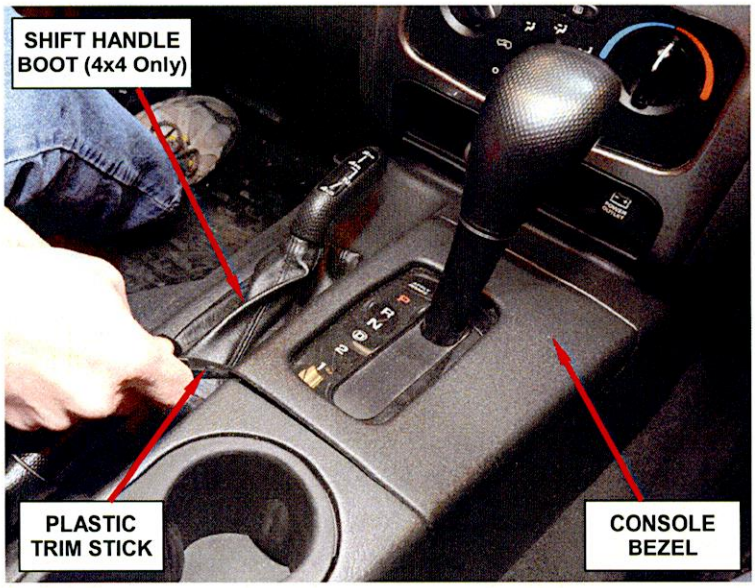

Figure 1 – Center Console Bezel and Shift Boot
2. Remove and save the gear shift lever center console bezel (Figure 1).
5. **For vehicles equipped with four wheel drive**, remove and save the four wheel drive lever shift handle boot (Figure 1).
39. **For vehicles equipped with four wheel drive**, install the four wheel drive lever shift handle boot (Figure 1).
40. Install the gear shift lever center console bezel (Figure 1).